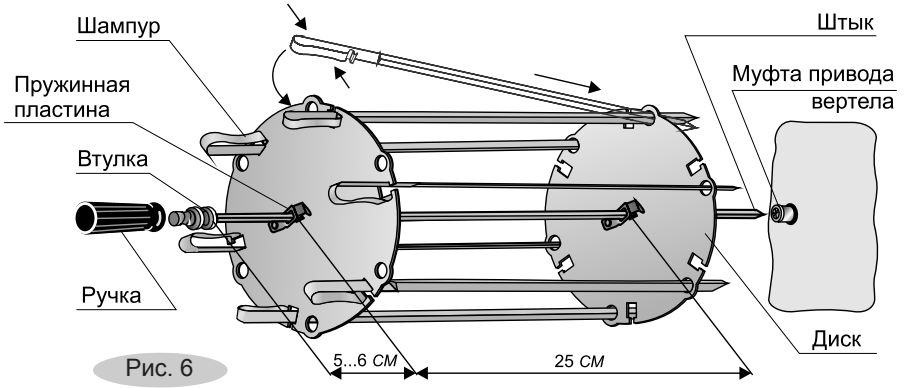

Рис. 6
- Сжав пружинные пластины, оденьте диск на штык и установите его на расстоянии 5-6 см от втулки (рис.6).